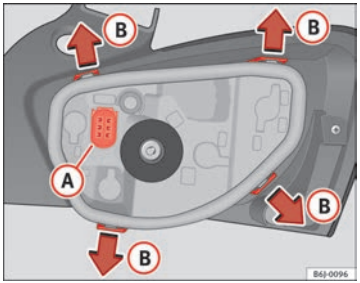

Fig. 162 Changing bulbs on tail lights
– Remove the bulb holder, separating it from the casing. To do this, press tabs (B) in the direction of the arrows ⇒ Fig. 162.